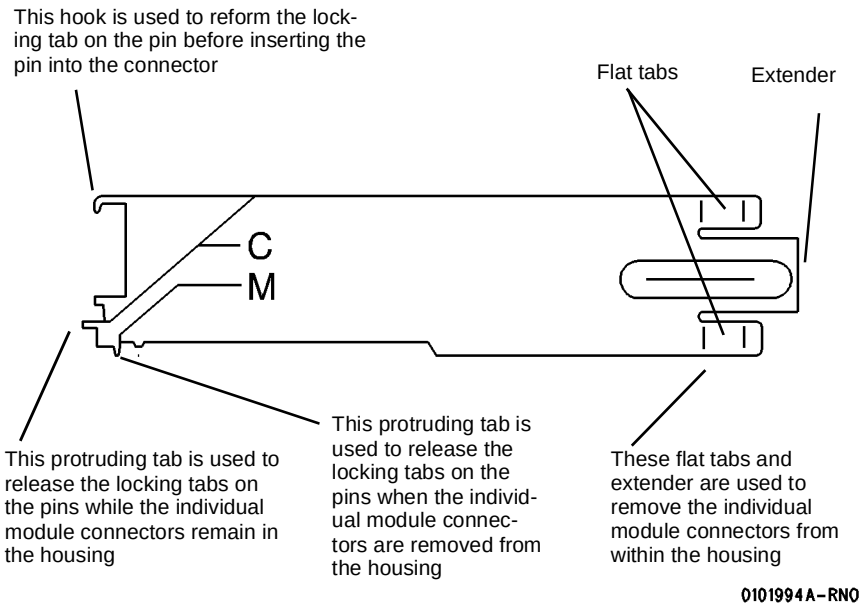

**Figure 1 Molex Extraction Tool Components**
1. ( Figure 1): Familiarize yourself with the Molex Extraction Tool components.